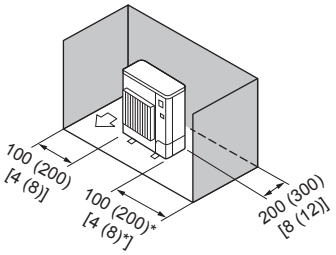

Fig. 2-8
③ Obstáculos sólo en la parte trasera y los laterales (Fig. 2-8)